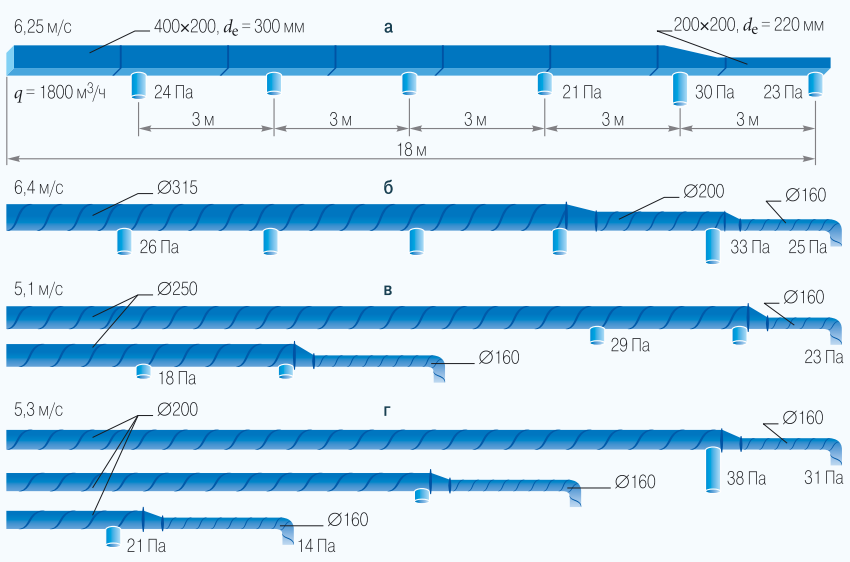

Рис. 3. а — система А; б — система В, стоимостью 50 % от А; в — система С, стоимостью 64 % от А; г — система D, стоимостью 72 % от А
- стоимость на месте (включая упаковку, транспортировку, обработку отходов и т.д.) значительно ниже при использовании воздуховодов круглого сечения (рис. 3). Все системы рассчитаны на расход воздуха 1800 м^3/ч. Показаны самое высокое и самое низкое значения падения давления, а также максимальная скорость. В правой части каждого рисунка указана стоимость на месте для систем в сравнении со стоимостью систем прямоугольного сечения;